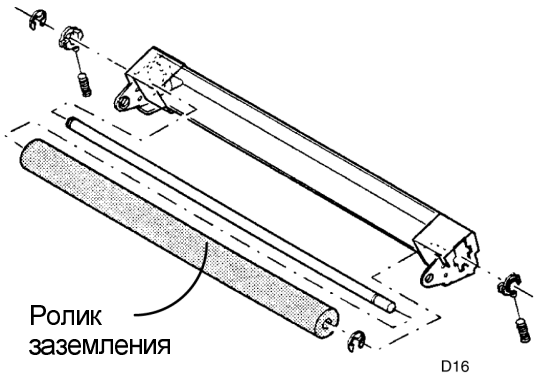

Рисунок 3. Снятие ролика заземления
5. (Рисунок 3): Снимите стопорные кольца и пружины, а затем ролик заземления.